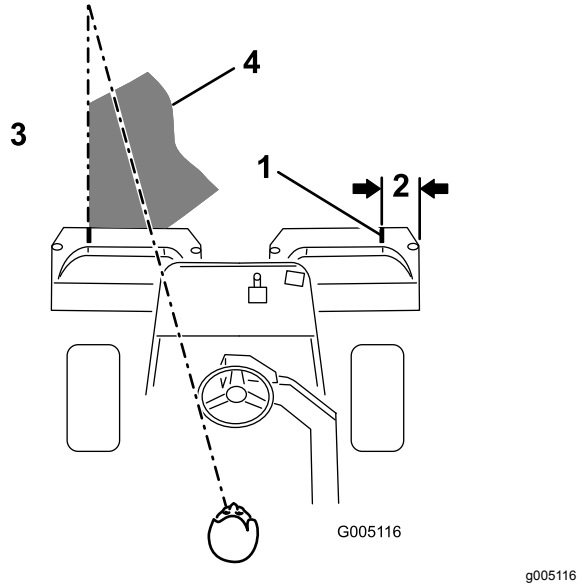

Figuur 30
3. Zorg ervoor dat een nieuwe maaibaan de vorige maaibaan zo weinig mogelijk overlapt. Om ervoor te zorgen dat u het gazon in een rechte lijn maait en de machine op een gelijke afstand van de rand van de vorige maaibaan blijft, moet u uitgaan van een denkbeeldige zichtlijn, ongeveer 1,8 tot 3 m vóór de machine tot de rand van het ongemaaide deel van de green (Figuur 29 en Figuur 30). Sommige bestuurders vinden het handig de buitenrand van het stuurwiel deel te laten uitmaken van de zichtlijn; d.w.z. de rand van het stuurwiel in een rechte lijn te houden ten opzichte van een punt dat altijd op dezelfde afstand van de voorkant van de machine blijft (Figuur 29 en Figuur 30).